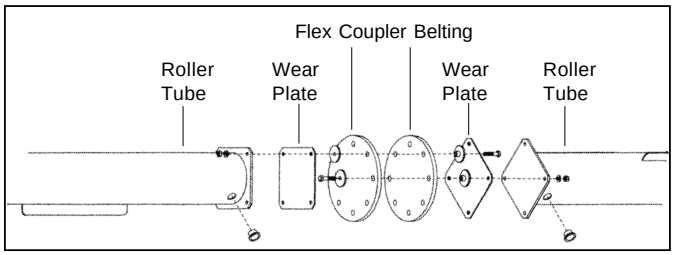

Figure 14: Replacing Flex Coupler
2. Remove the 3/8 inch nuts that secure the roller tubes and coupler. Separate tubes and remove existing coupler (Figure 14).